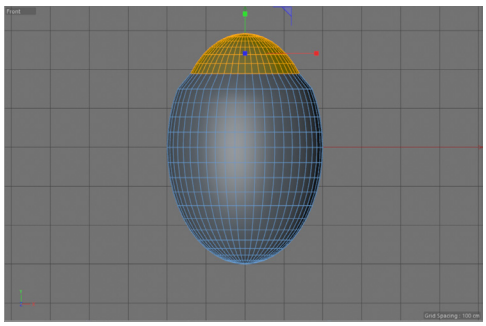
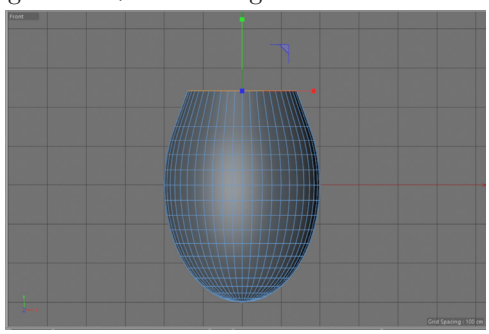

Figure 3-136 *Selected polygons scaled uniformly*
Figure 3-137 *Selected Polygons scaled along Y-axis*
7. Scale down the selected polygons uniformly, refer to Figure 3-136. Next scale the polygons only along Y-axis to set them on the upper edge of *vase*, refer to Figure 3-137.